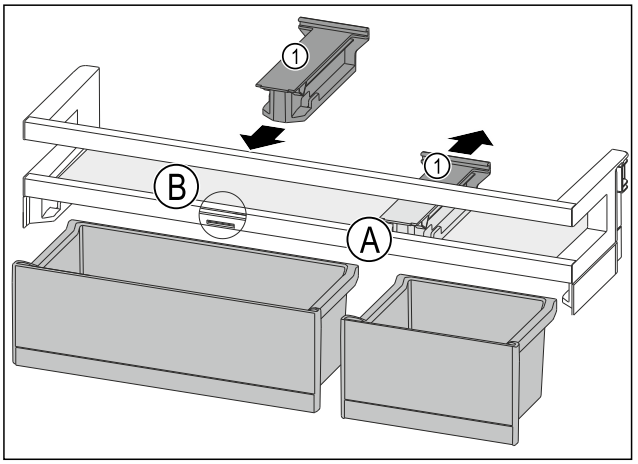

Fig. 107
- ▶ Desprindeți piesa de susținere *Fig. 107 (1)* din poziție *Fig. 107 (A)* spre spate.
- ▶ Introduceți piesa de susținere *Fig. 107 (1)* în poziție *Fig. 107 (B)*.